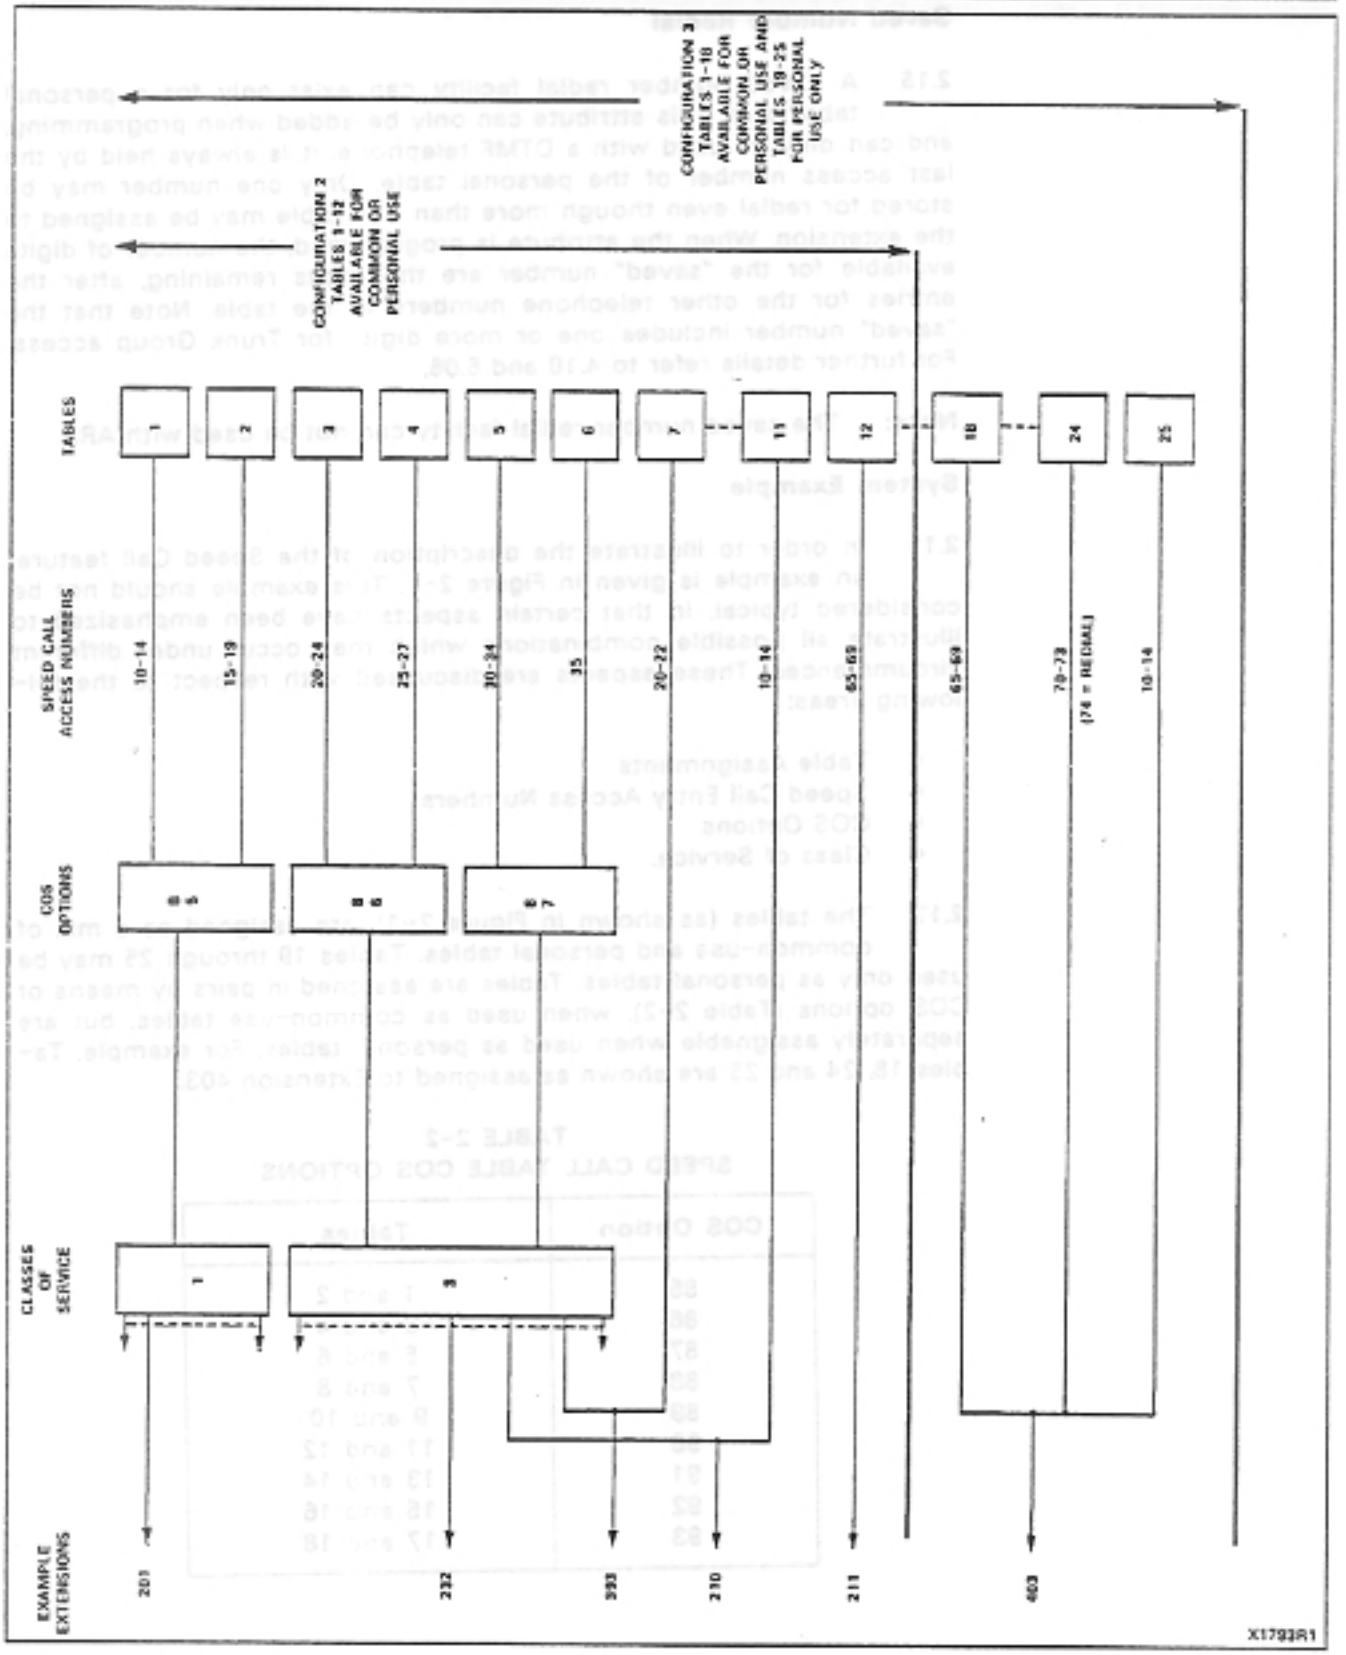

Figure 2-1 Speed Call System Allocations
made available to groups of stations by setting Class-of-Service options (see Figure 2-1).
(b) Speed Call entry access numbers are not predefined on a one-to-one basis with a table, as is the case for common-use tables (Table 2-1). See the typical example in Figure 2-1 which shows that Access Number Range 10-14 is fixed for Table 1, but the same range is programmed for Table 11 when it is a personal table.
2.16 In order to illustrate the description of the Speed Call feature, an example is given in Figure 2-1. This example should not be considered typical, in that certain aspects have been emphasized to illustrate all possible combinations which may occur under different circumstances. These aspects are discussed with respect to the following areas:
2.17 The tables (as shown in Figure 2-1), are assigned as a mix of common-use and personal tables. Tables 19 through 25 may be used only as personal tables. Tables are assigned in pairs by means of COS options (Table 2-2), when used as common-use tables, but are separately assignable when used as personal tables. For example, Tables 18, 24 and 25 are shown as assigned to Extension 403.
2.18 The assignment of Speed Call entry access numbers shown in Figure 2-1 emphasizes the following points:
2.21 Programming the Classes of Service will determine which groups of stations may access particular groups of common-use tables. For example, in Figure 2-1 the members of Class of Service Number 1 may only access Tables 1 and 2. These Classes of Service can then determine the particular needs of groups of stations within a system, and configured accordingly. Table 2-3 illustrates the various parameters discussed above, as they apply to Figure 2-1.
(See Figure 2-1 for which the following characteristics apply.)
3.03 Form SC-1 is used to list a Speed Call table as a common-use table or as a personal table. It includes data concerning the equipment number and COS assignments, and whether the saved number redial facility is enabled for any of the tables. This information is tabulated and then used in conjunction with Form SC-2 to perform table programming. The information is also used to provide the Supervisor, and a personal table user with basic data (required to define the speed call numbers). An example of Form SC-1, based on Figure 2-1, is shown in Figure 3-1.
(3.13). Example entries, again based on Figure 2-1, are shown in Figure 3-2.
3.08 The COS options govern the station access to the numbers in the common-use tables. Each COS option allows access to a pair of tables. See Figure 2-1 for an example of this application. If any of the Tables 1 through 18 have been assigned as a personal table, then only the assignee may have access to it, irrespective of a COS option set-up.